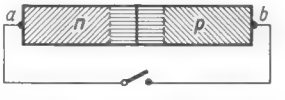
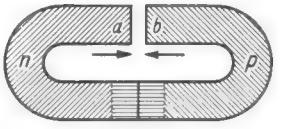

Bild 10.8. Kurzschluß der freien Enden einer Kristalldiode
Bild 10.9. Gedankenexperiment zur Schaltung nach Bild 10.8
3. Am schwersten zu verstehen ist wohl, daß bei einer leitenden Verbindung zwischen n- und p-Zone, wie in **Bild 10.8** gezeichnet, kein Strom fließt, obwohl zwischen beiden ein Potentialunterschied besteht. Am einfachsten ist es, sich vorzustellen, der Halbleiterkörper würde so zu einem Ring zusammengebogen, daß die Endflächen bei a und b aufeinanderzuliegen kämen. **Bild 10.9** versucht darzustellen, wie das gedacht ist. Es ist ohne weiteres einzusehen, daß die sich ergebende Berührungsfläche eine zweite Grenzfläche zwischen n- und p-Zone darstellen würde, gewissermaßen eine Fortsetzung der ersten. Natürlich würde sich dort (bei genügend inniger Berührung) eine genau gleichartige Grenzschicht bilden, wie sie schon an der ersten Grenzfläche bestand. Keineswegs aber würde ein Ausgleich der Potentialdifferenz stattfinden, die genauso weiterbestände. Wenn also in Bild 10.8 der gezeichnete Schalter geschlossen wird, so ersetzt der Verbindungsdraht die unmittelbare Berührung der Punkte a und b. Um diese beiden Anschlußpunkte herum bildet sich daher bei leitender Verbindung eine zweite Grenzschicht in zwei Teilen aus. Ein Potentialausgleich erfolgt nicht.